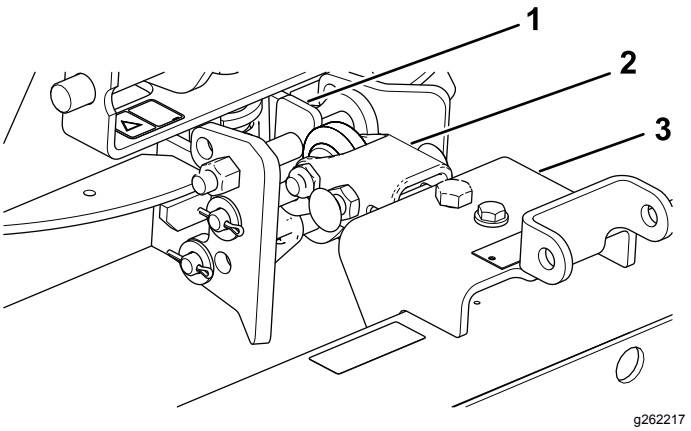

Bild 14
1. Montieren Sie die Anhängevorrichtung so, dass die flache Seite oben liegt (Bild 14).
2. Montieren Sie die Deichsel an der Unterseite des Hängeprofils (Bild 14).